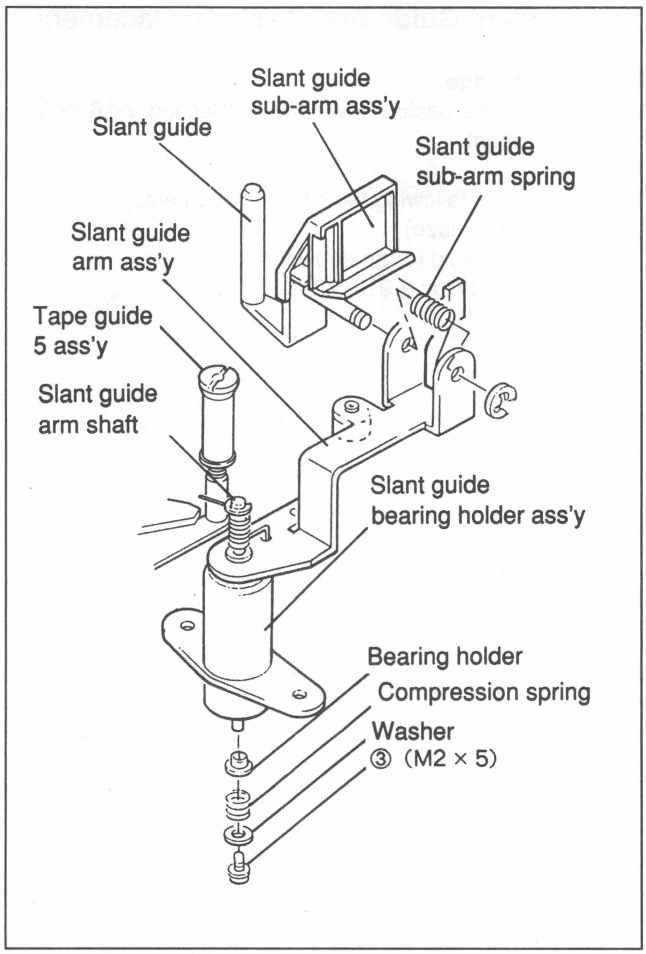

Fig.7-16-5 Slant Guide Arm Ass'y Removal
Remove screw ③ fixing the shaft of the slant guide arm ass'y, remove the shaft of the slant guide arm ass'y from a slant guide bearing ass'y, then remove. In this case, the washer, compression spring, and bearing holder are removed together as shown in Fig. 7-16-5. Be careful not to lose them.